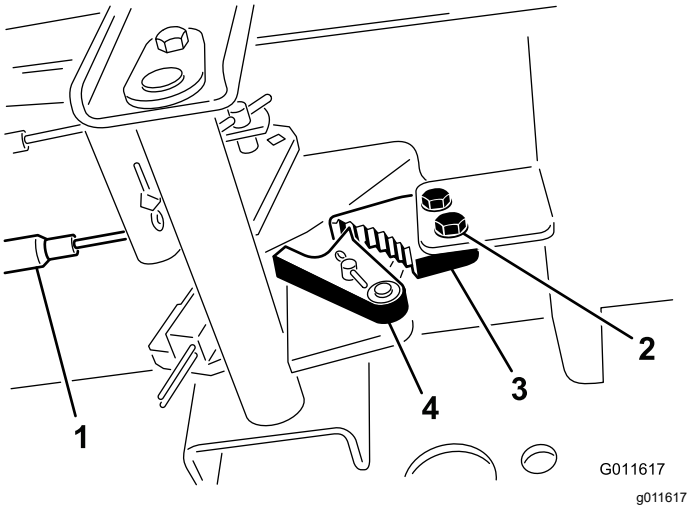

Figur 114
2. Løsn de to skruer, der fastholder parkeringsbremsepedalen på stellet (Figur 114).
3. Tryk parkeringsbremsepedalen frem, indtil parkeringsbremselåsen kobler helt ind på bremsepedalen (Figur 114).